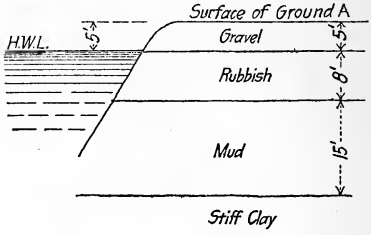

FIG. 10.
5. Design a foundation for a column to be placed at *A* (Fig. 10) to support a load of 350 000 lb.